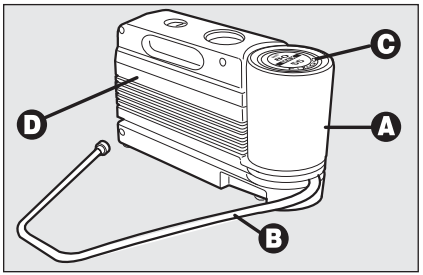

fig. 14 A0E0114m
El kit **fig. 14** está ubicado en el maletero. En el mismo, además del kit de reparación rápida, se encuentran también el destornillador y la argolla de remolque.
- ❒ una botella aerosol **A-fig. 14** con líquido sellador, dotada de: